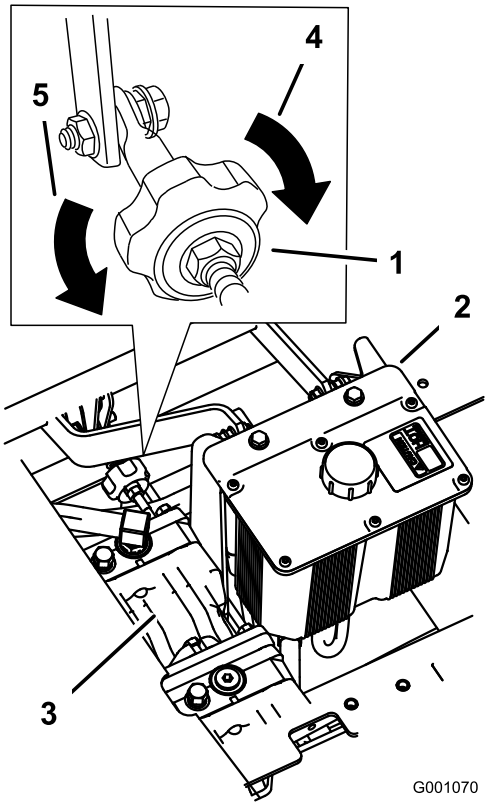

Figur 72
- Om maskinen går åt höger vrider du ratten mot maskinens vänstra sida. Se Figur 72.
- Om maskinen går åt vänster vrider du ratten mot maskinens högra sida. Se Figur 72.